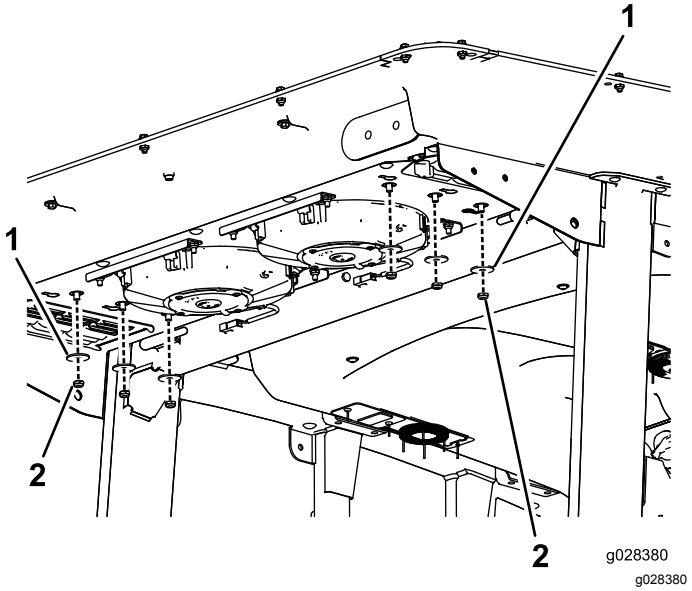

Figur 114
2. Fjern de seks mutrene og skivene nederst på baksiden av førerhuset (Figur 114).